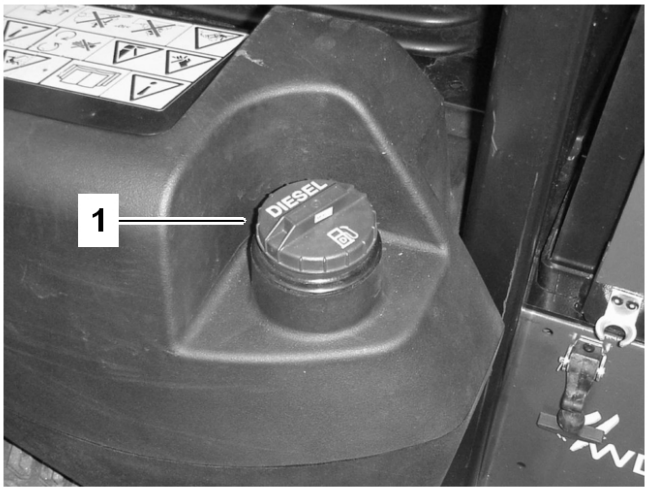

Figur 25
2. Ta bort locket från bränsletanken (Figur 25).